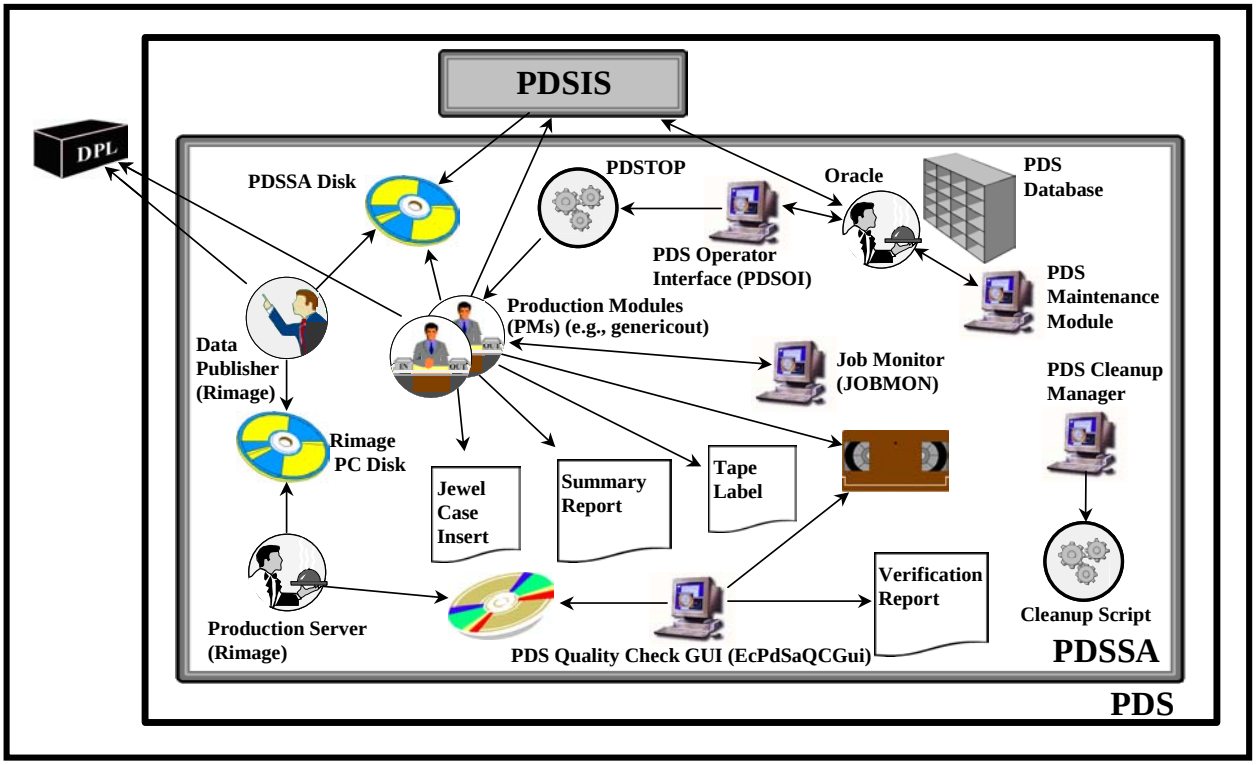

Figure 7. Product Distribution System Stand-Alone (PDSSA) Architecture
- PDSSA (Figure 7) is the part of PDS that transfers digital products to physical media.